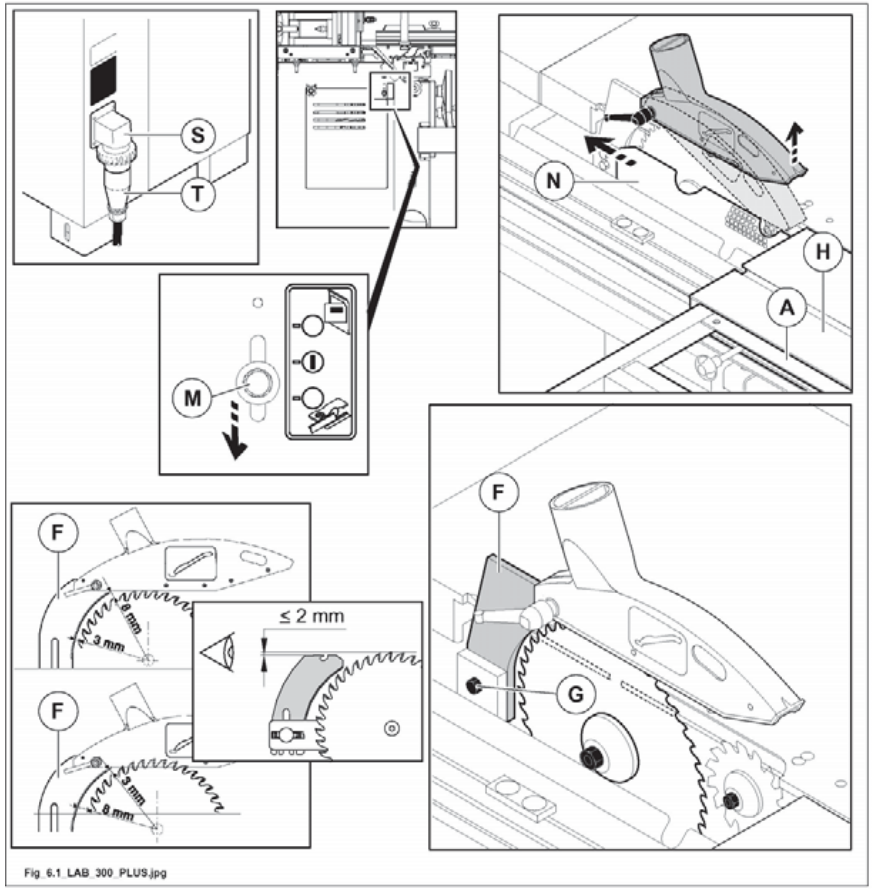

Abb. 6.1
2) Positionieren Sie den Winkelrahmen (A Abb. 6.1) wie in der Abbildung gezeigt wird und schieben Sie den Waggonschlitten (H Abb. 6.1) ganz nach rechts.
3) Senken Sie der Hebel (M Abb. 6.1) an und öffnen Sie die Schutzvorrichtung (N Abb. 6.1).
4) Die Höheneinstellung des Zerteilermessers (F Abb. 6.1) durch lockern der Mutterschraube (G Abb. 6.1) einstellen.